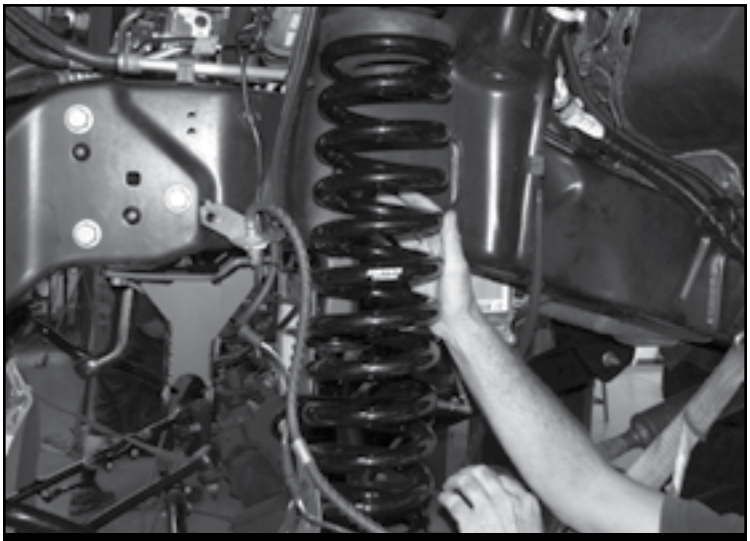

FIGURE 18 - STEP 23
23. Install FT30648 (Coil Spring Diesel) using the factory upper isolator. **SEE FIGURE 18**